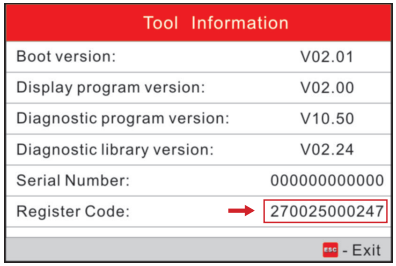

Figure 5
7. Le Code d'inscription montré dans Figure 5 est le Code d'inscription nécessaire à l'étape 3.